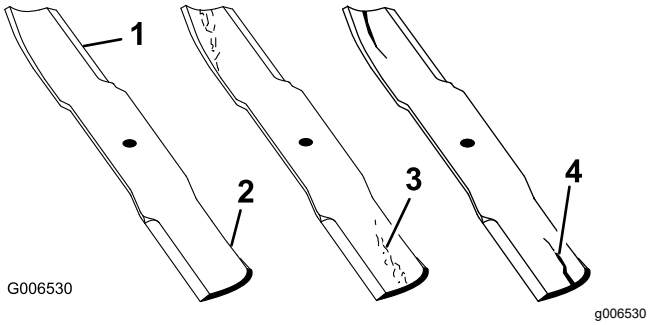

Figure 56
1. Examinez le tranchant des lames (Figure 56).
4. Remplacez immédiatement toute lame fendue, usée ou qui présente une entaille (Figure 56).